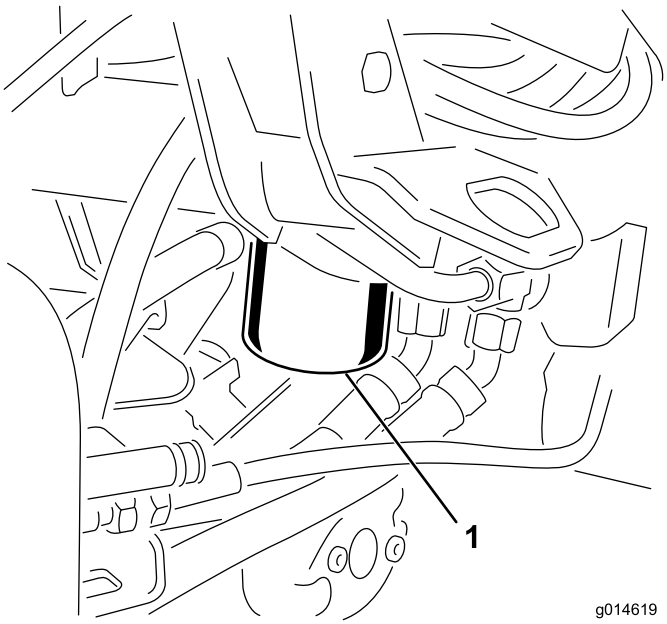

Figur 49
1. Rengør det område, hvor filteret monteres (Figur 49). Anbring en drænbakke under filteret, og afmonter filteret.